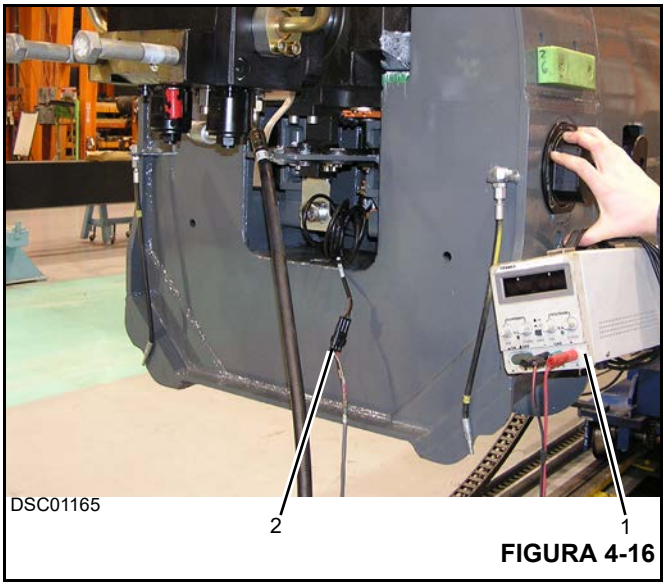

FIGURA 4-16
4. Conecte una fuente de 24 VCC (1) al enchufe de modo de servicio/emergencia (2) de la cabeza de fijación del cilindro (Figura 4-16).